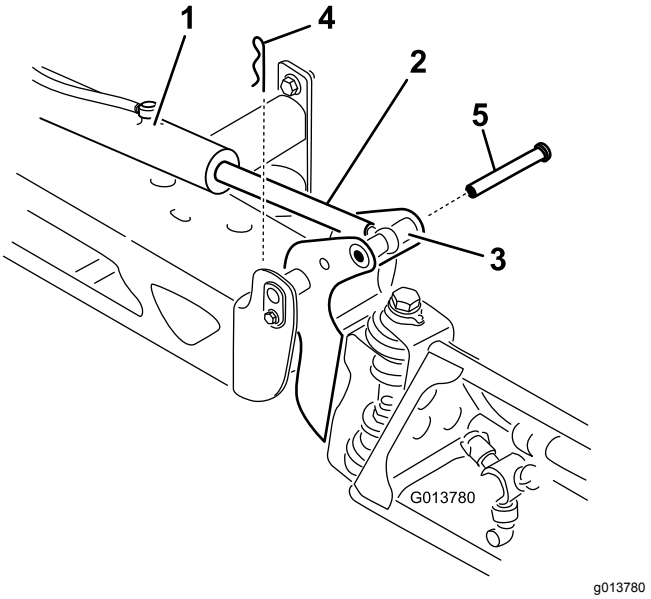

Рисунок 96
2. Извлеките шплинт из оси поворота (Рисунок 96).
3. Поднимите стрелу, извлеките штифт (Рисунок 96) и медленно опустите стрелу на землю.
9. Удерживая стрелу, проденьте штифт сквозь ось поворота стрелы и шток привода (Рисунок 96).